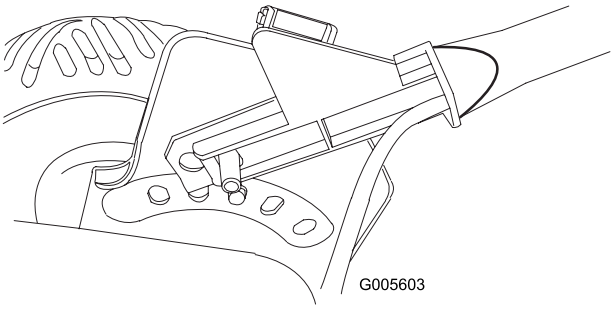

Figur 5
3. Mens den nederste, venstre håndtagsende holdes på plads, skal du sætte kabelholderen på den nederste, højre kabelende, skubbe håndtagsenden og kabelholderen indad, og montere den på pladen på det højre håndtagsbeslag (Figur 5).